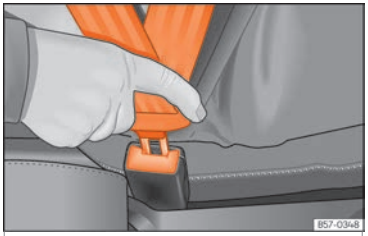

Abb. 14 Schlosszunge des Sicherheitsgurts in das Gurtschloss einstecken.
- Schlosszunge fest in das zum Sitzplatz gehörende Gurtschloss stecken ››› **Abb. 14**.